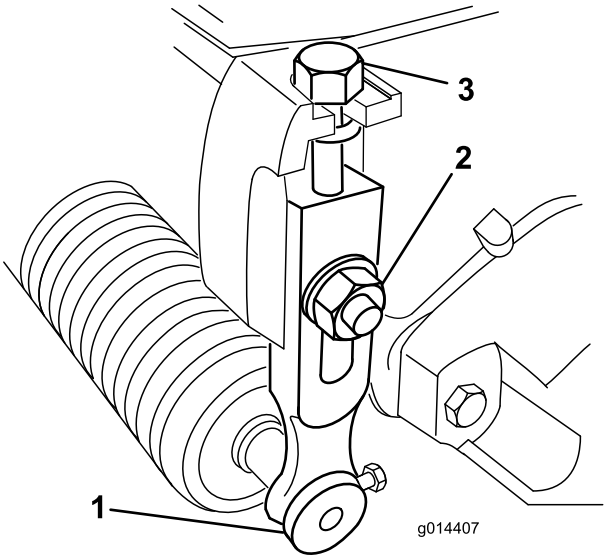

Figura 9
1. Allentate i dadi di bloccaggio che fissano i bracci dell'altezza di taglio alle piastre laterali dell'apparato di taglio (Figura 9).